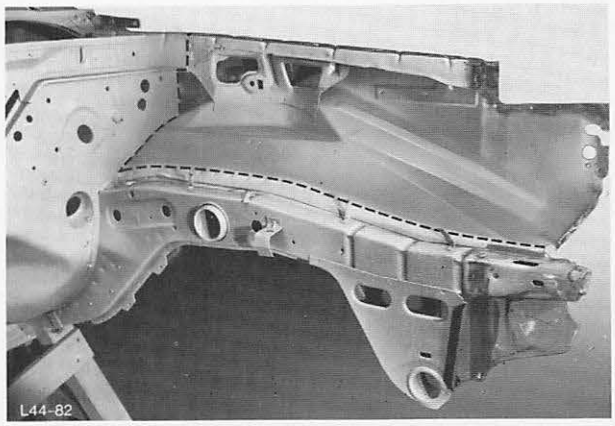

Abb. 78 Ansicht des auszuwechselnden Stehbleches
1. Stehblech an Spritzwand und Seitenblech trennen, Abb. 78/79.